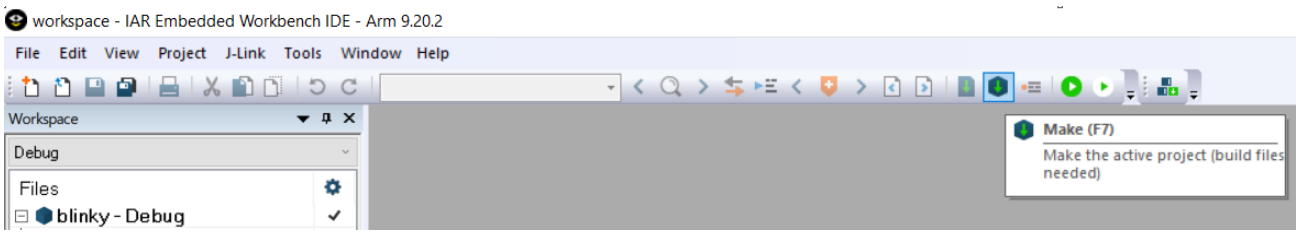

Figure 37. Starting a Project Build in the IAR Embedded Workbench
1. Right click on the folder for **blinky** and choose **Rebuild All**. Alternatively, you can use the icon shown in the "Starting a Project Build in the IAR Embedded Workbench" figure (Figure 37).